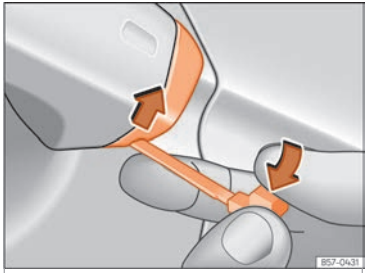

Fig. 94 Driver door handle: lever the cover off
- Insert the emergency key into the lower opening in the cover on the driver door handle ››› Fig. 94 then lift the bottom cover upwards.